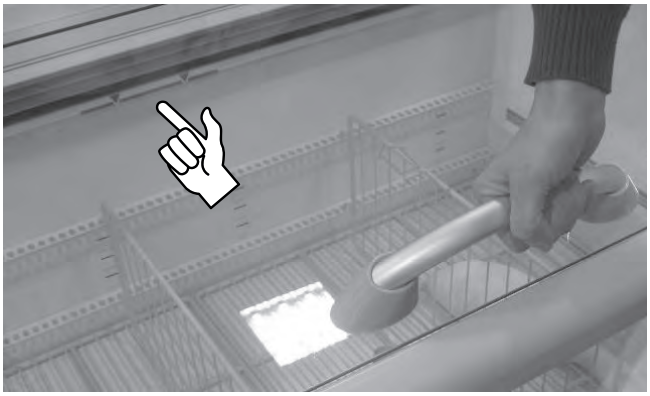

Fig. 15
- The goods do not exceed the load line ("Fig. 15").